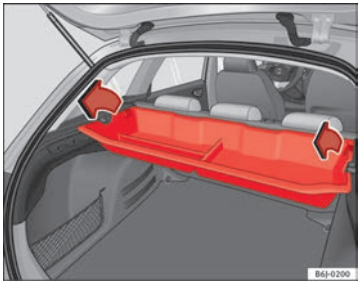

Fig. 100 Removing storage compartment
– Remove the rear shelf and pull the storage compartment upwards holding it by the edges ⇒ Fig. 100.